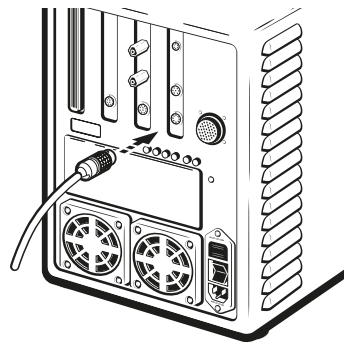

Abbildung 6-17. Anschließen des AutoClamp-Schnittstellenkabels an der Rückseite des Grundgeräts
3. Stecken Sie das Schnittstellenkabel in den Anschluss an der Rückseite des Grundgeräts (Abbildung 6-17).